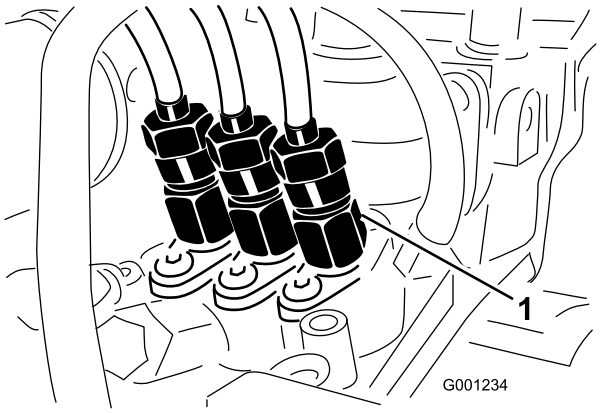

Figuur 52
1. Draai de leidingconnector naar verstuiver nr. 1 en de houder op de injectiepomp los (Figuur 52).